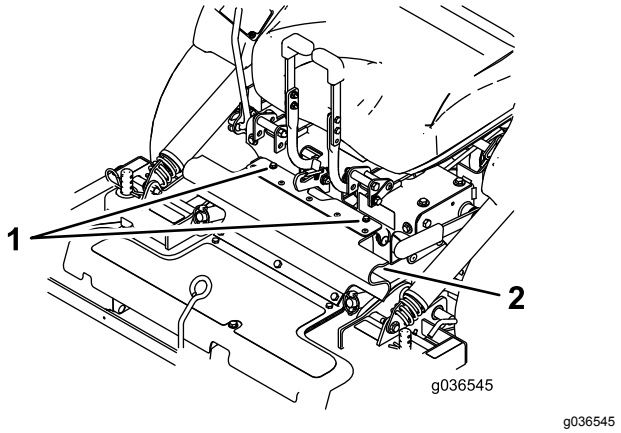

Figur 10
3. Lossa gummiskyddets skruvar (Figur 10).